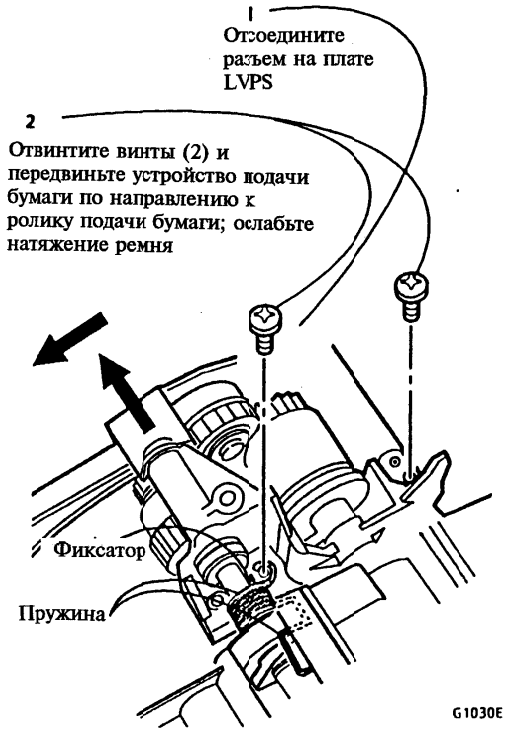

Рисунок 1. Подготовка к снятию устройства подачи бумаги
2. (Рисунок 1): Приготовьтесь к снятию устройства подачи бумаги.